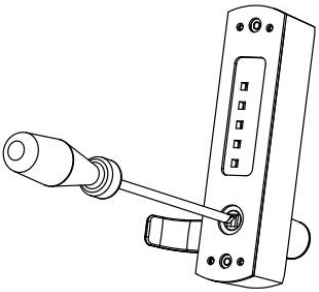
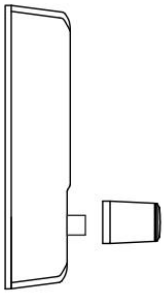

FIG7A
FIG7B
2. Za pomocą śrubokręta krzyżakowego poluzuj śrubę zamka (rysunek 7A) i odsuń klamkę od korpusu zamka (rysunek 7B).